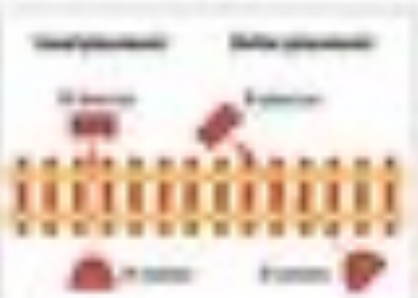

Figure 1
The most common method of detecting the presence of a train is to use an infrared (IR) detector. These are very much like those detectors used in TV sets. In one mode, a source of infrared light is placed on one side of the track and a matching detector is placed on the other (**figure 1**). When the train breaks the beam, the sensor sends a signal to the relay. The sensor can also be used in a reflective mode, where the source and detector are placed side by side (**figure 2**). In this mode, the light from the source is reflected back to the detector by the train.